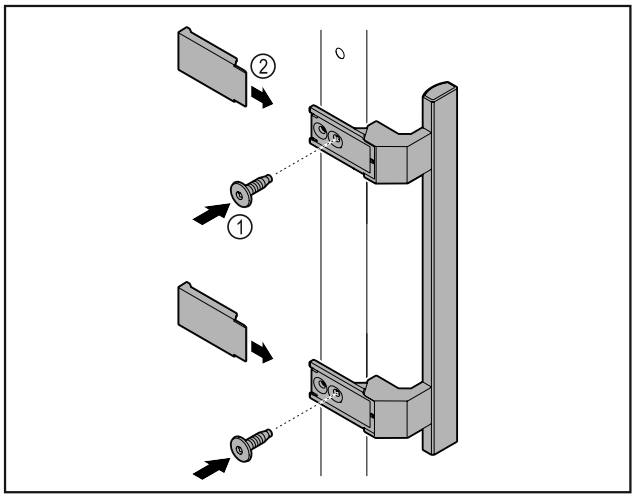

Fig. 58
▶ Atașați mânerul din pachetul de accesorii la ușă cu ajutorul șuruburilor incluse *Fig. 58 (1)*.
▶ Aplicați capacul *Fig. 58 (2)*.